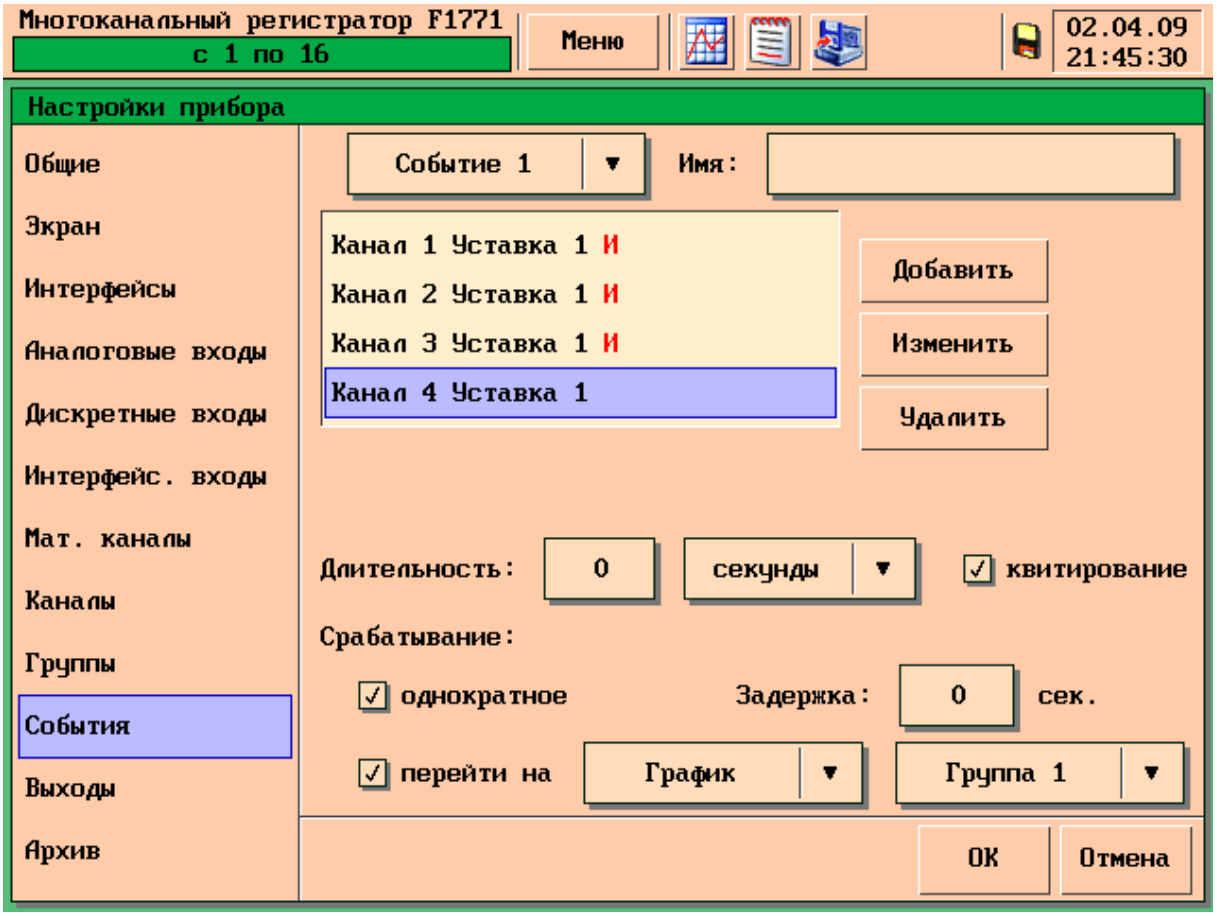

Рисунок 47 – Раздел меню «События»
5.11.6 С помощью СЭ можно выбрать одно из условий события – выделенное условие имеет синий фон (см. рисунок 47). Кнопка «Изменить» позволяет редактировать выделенное условие с помощь диалогового окна показанного на рисунке 48. Для удаления выделенного условия служит кнопка «Удалить».